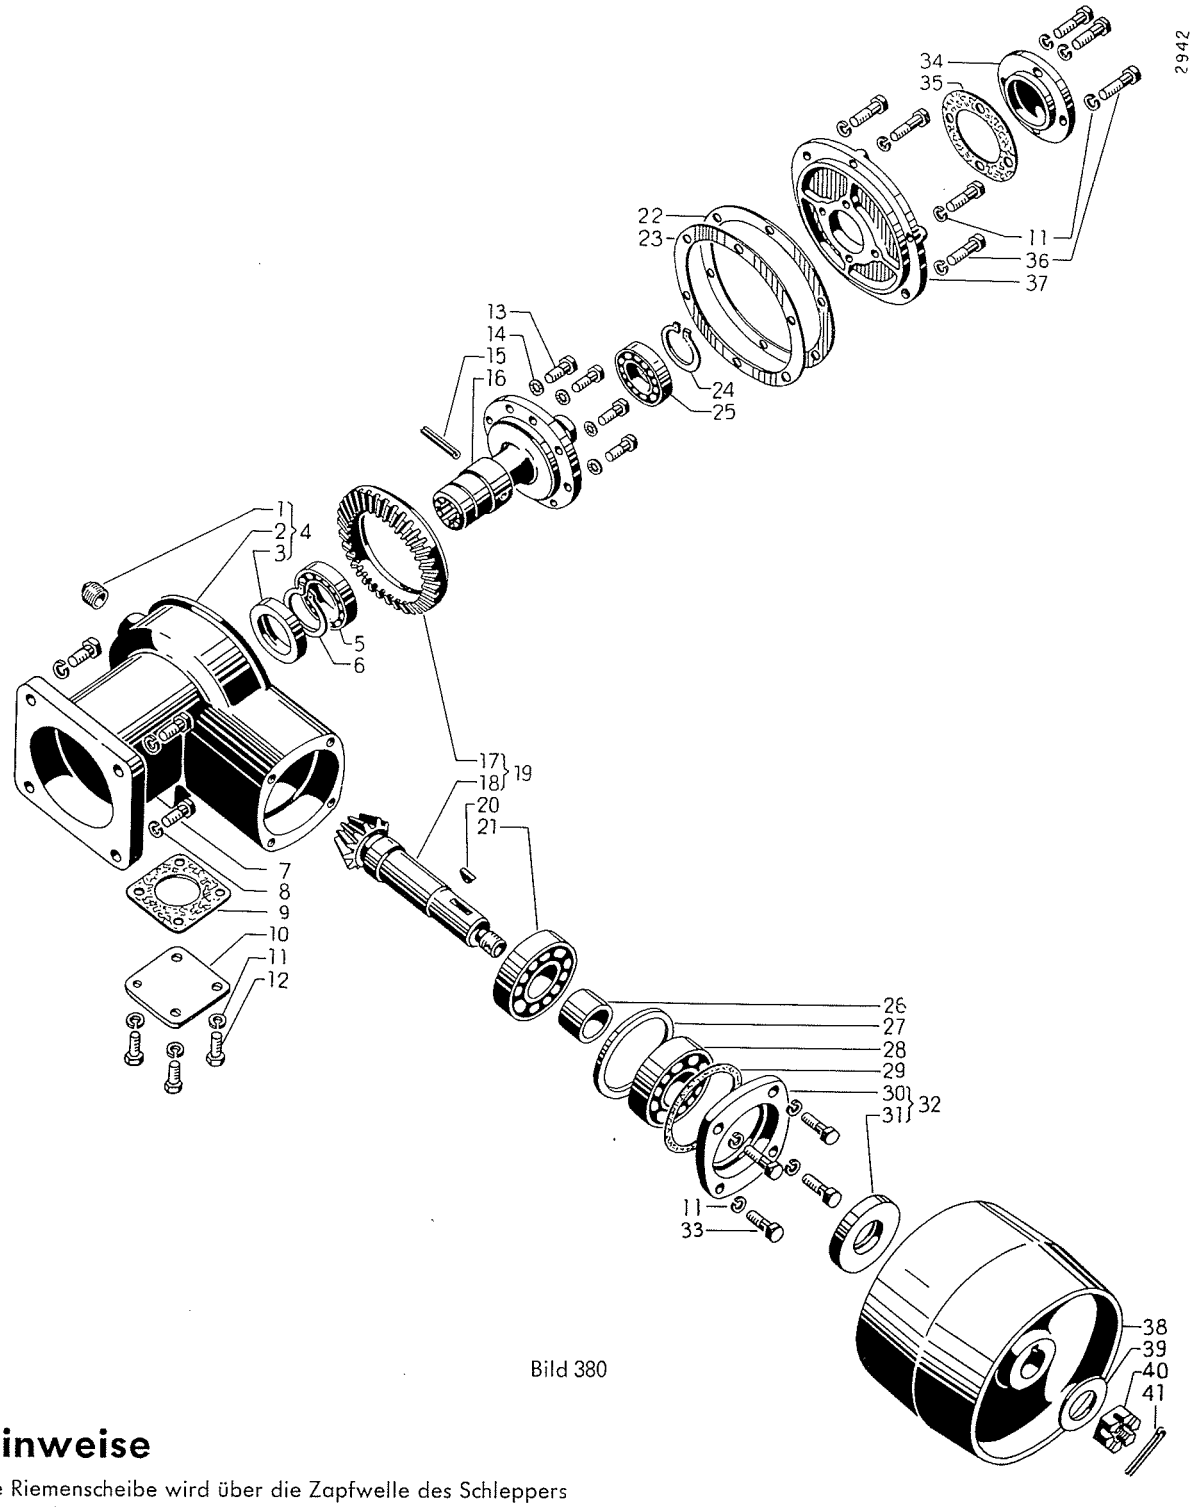
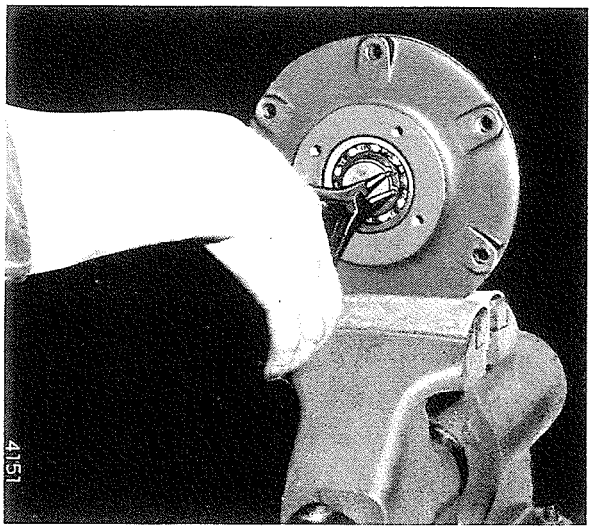

Bild 380
Bild 385
Kugellagerkappe (34), Bild 380, abschrauben. Sicherungsring (24) mit einer Spitzzange herausnehmen, Bild 385.
Kugellager (5), Bild 380, auftreiben und mit Sicherungsring (6) sichern.